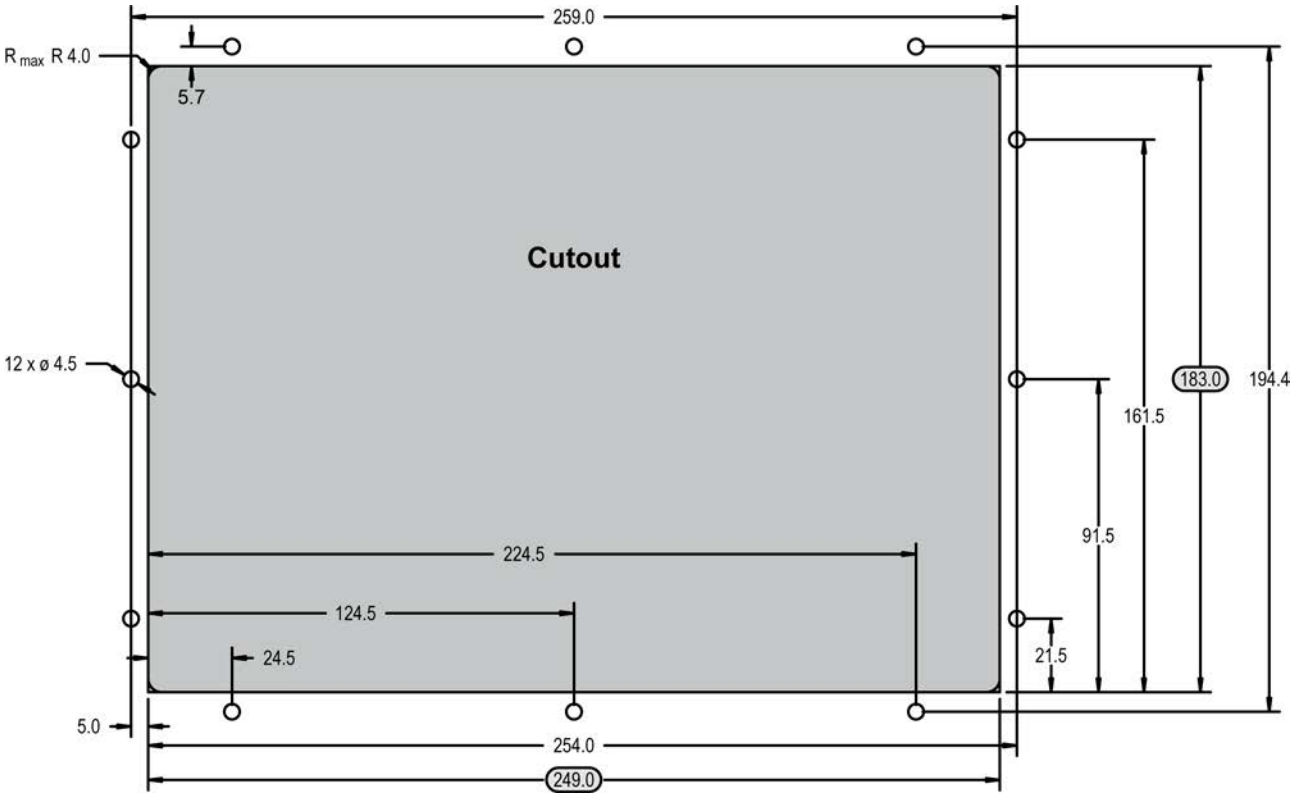

Fig. 16: Plastic housing - drill plan
The housing is equipped with 12 nut inserts (Fig. 16), which must all be tightened properly to achieve the required degree of protection.
1. Cut out the panel and drill the holes according to the dimensions in Fig. 16 (dimensions shown in mm).